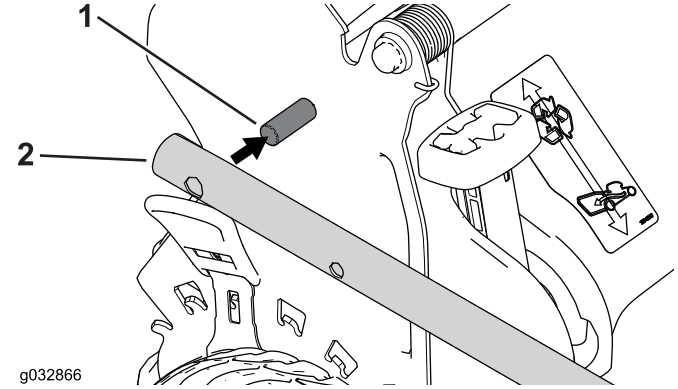

Rysunek 4
2. Zamontuj końcówki uchwytu w obudowie kosiarki tak, aby bolec na każdym wsporniku uchwytu znajdował się w dolnym otworze odpowiedniej końcówki uchwytu (Rysunek 4).